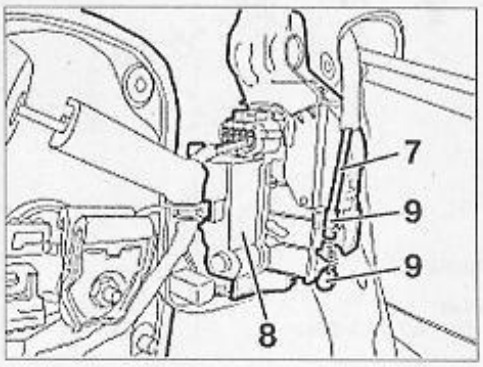

FIG. 46
- Écarter le support (5), puis débrancher le câble (7) de la serrure de la porte (8) en ouvrant les retenues (9) **(Fig.46)**.